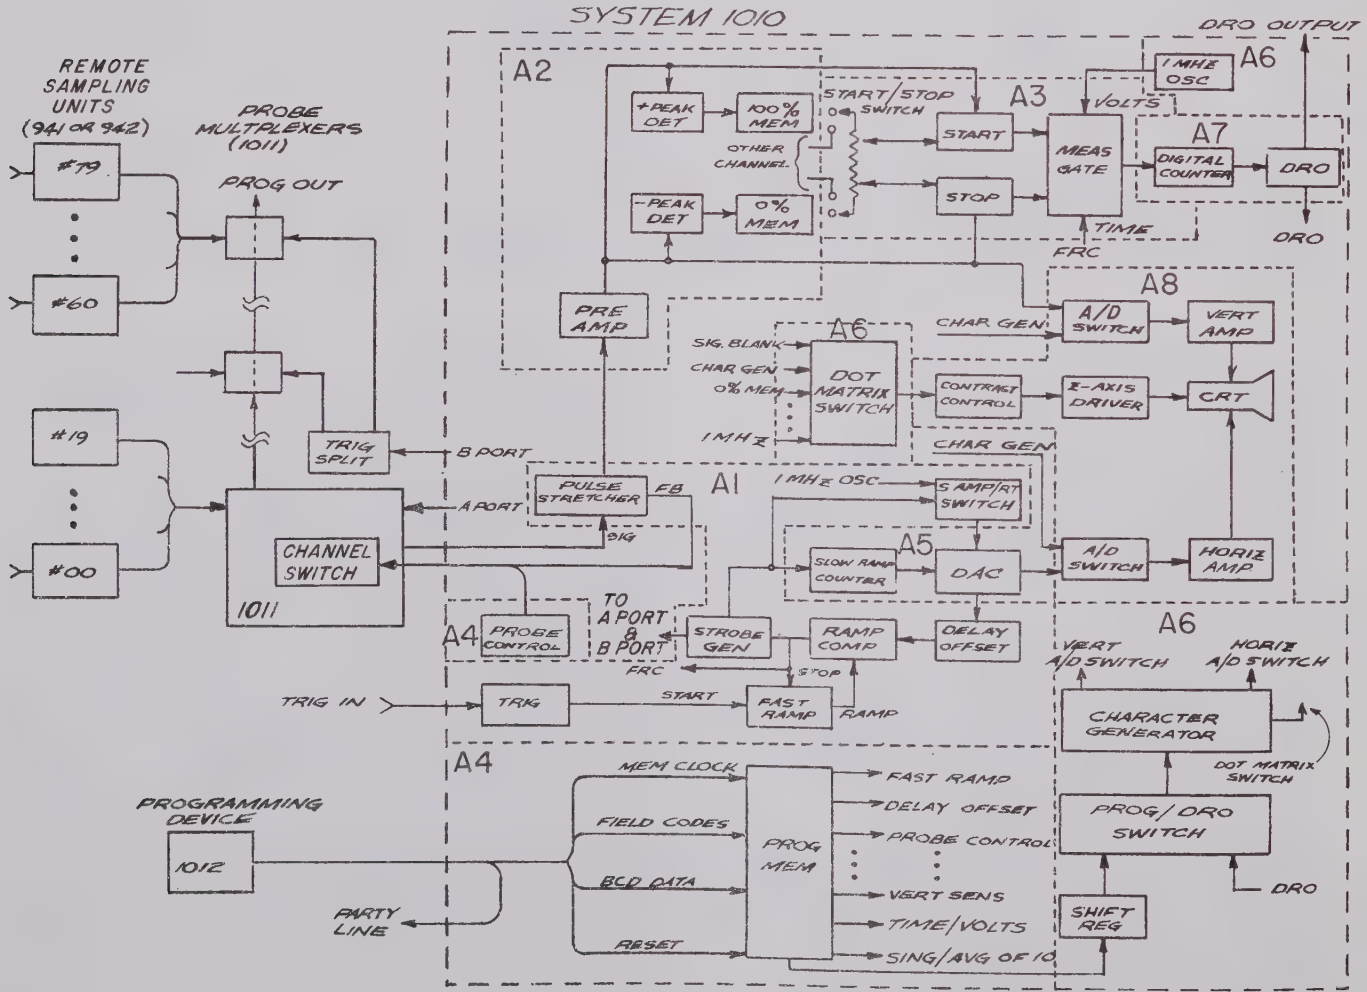
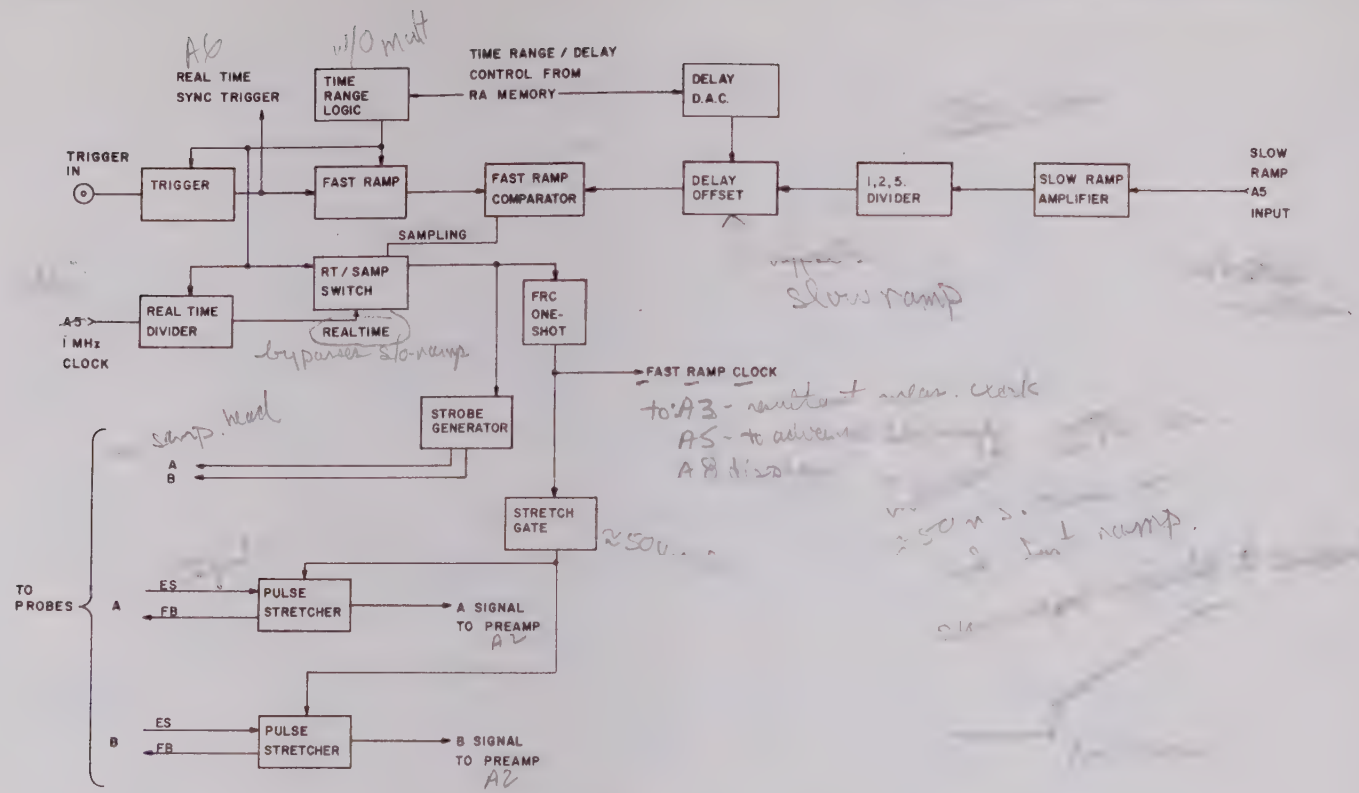

Figure 3-10 System 1010 Simplified Block Diagram
Figure 3-11 Sampler A1 Block Diagram
a. **General.** Figure 3-10 shows an overall simplified block diagram of the System 1010. In the previous sections, the basic voltage sampling and time measurement system were discussed. Referring to the overall block diagram, the basic system can still be seen, but a number of new circuits have been added. Instead of one input signal, the instrument has two channels, with two sets of memories. Timing logic, remote programming logic and CRT display circuits are also added. The following paragraphs describe major circuit blocks. Figures 3-11 through 3-18 provide added details to the simplified block diagram.